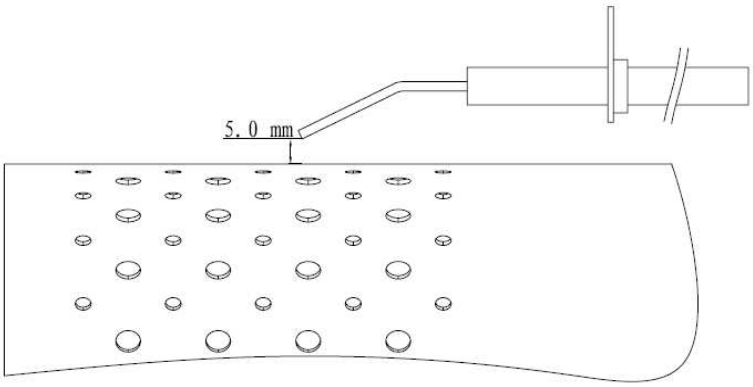

Figure 5
- Vérifier la position de l'électrode d'allumage (voir fig.5).